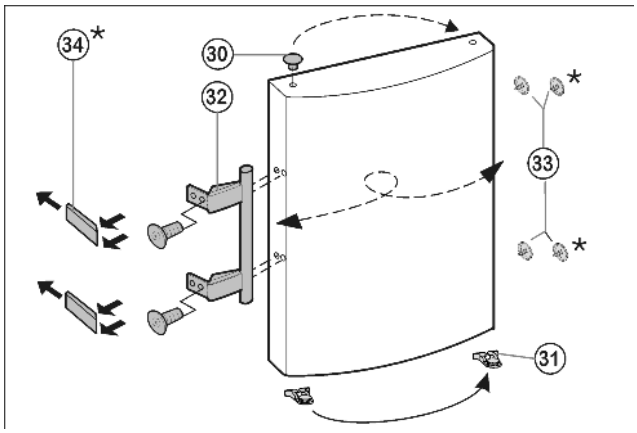

Fig. 7
▶ Извлеките пробку *Fig. 7 (33)* из опорной втулки дверцы и переставьте.
- ▶ Снимите и переставьте на противоположную сторону дверную ручку *Fig. 7 (32)*, пробку *Fig. 7 (33)* и прижимные пластины* *Fig. 7 (34)*.